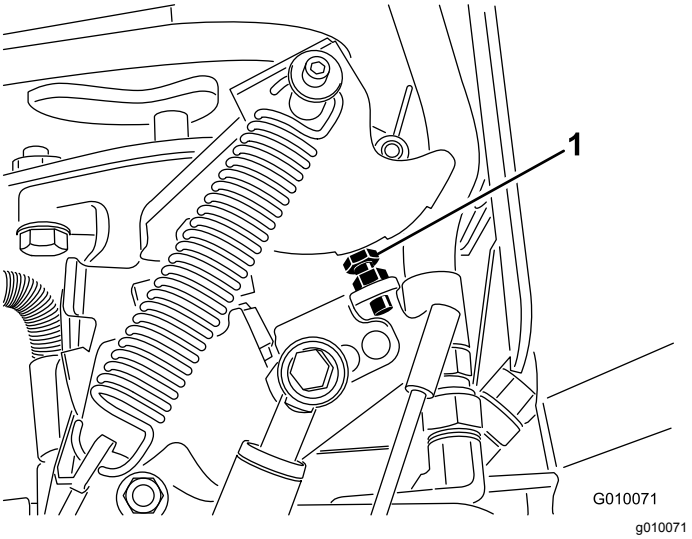

Figur 67
6. Om justering krävs, kan du vända pumpens stoppbult (Figur 67) närmare stopplattan för att minska hålavståndet, eller vända stoppbulten bort från stopplattan för att öka hålavståndet.